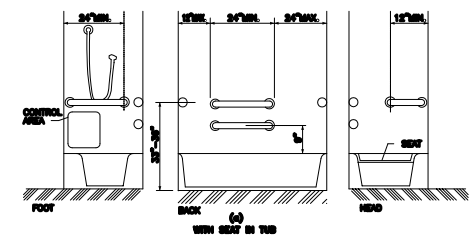

FIG. 34
4.20.3 SEAT. AN IN-THE-TUB SEAT OR A SEAT AT THE HEAD END OF THE TUB SHALL BE PROVIDED AS SHOWN IN FIG. 34. SEATS SHALL BE STABLE AND SHALL HAVE A SLIP RESISTANT SURFACE. SEATS SHALL BE MOUNTED SECURELY AND SHALL NOT SLIP DURING USE.
4.20.4 GRAB BARS. GRAB BARS COMPLYING WITH 4.26 SHALL BE PROVIDED AS SHOWN IN FIG. 34.
4.20.5 CONTROLS. FAUCETS AND OTHER CONTROLS COMPLYING WITH 4.27.4 SHALL BE LOCATED AS SHOWN IN FIG. 34.
4.21.4 GRAB BARS. GRAB BARS COMPLYING WITH 4.26 SHALL BE PROVIDED AS SHOWN IN FIG. 34.
4.21.5 CONTROLS. FAUCETS AND OTHER CONTROLS COMPLYING WITH 4.27.4 SHALL BE LOCATED AS SHOWN IN FIG. 34. IN SHOWER STALLS 36" BY 36" (915mm BY 915mm) ALL CONTROLS, FAUCETS, AND THE SHOWER UNIT SHALL BE MOUNTED ON THE SIDE WALL OPPOSITE THE SEAT.